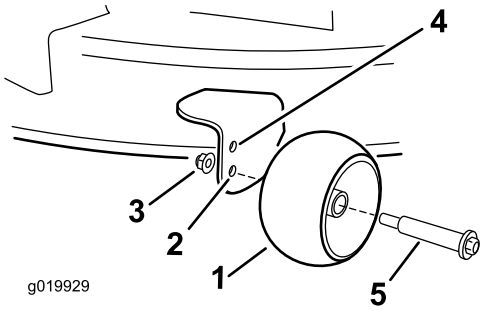

Figur 20
- Øvre hull – bruk denne posisjonen sammen med klippeenheten i posisjonene på 63 mm og under klippehøyde (Figur 20).
- Nedre hull – bruk denne posisjonen sammen med klippeenheten i posisjonene på 76 mm og over klippehøyde (Figur 20).